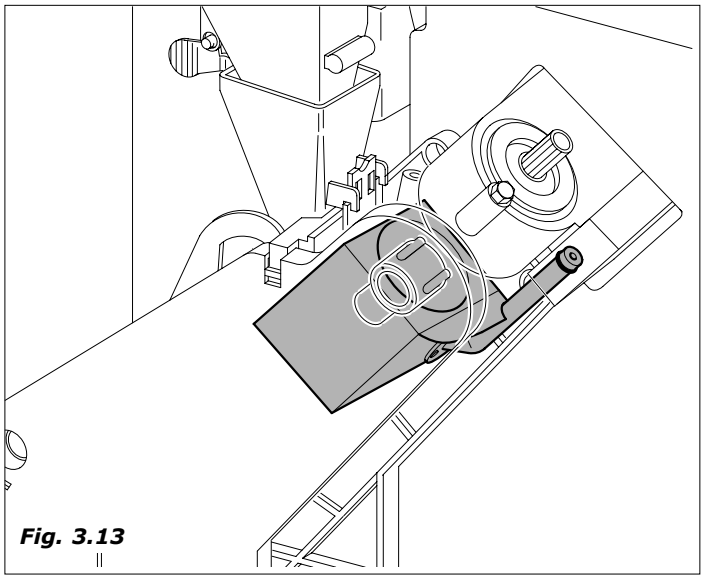

Fig. 3.13
- ativa-se novamente o motoredutor grupo café para levá-lo em posição de descanço; durante este movimento vem também expelida a pastilha de café usada *(Fig.3.13)*